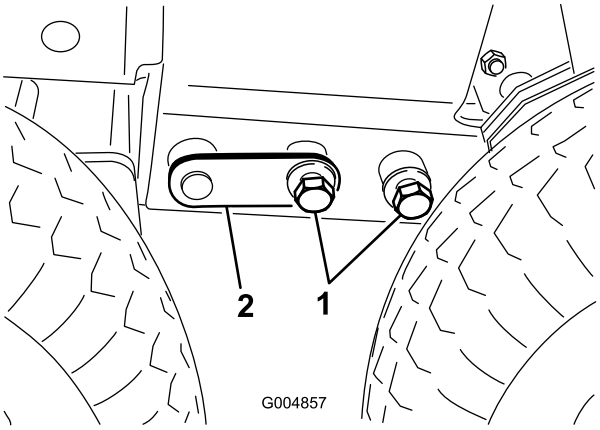

Figur 50
14. Juster donkraften som nødvendigt for at montere boltene (3/4 tomme) på hver side (Figur 50).